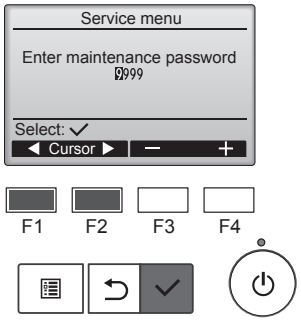

Fig. 7-2
① Ana menüden "Service" (Servis) öğesini seçin ve ☑ düğmesine basın.
② Servis menüsü seçildiğinde, bir pencere açılarak parola isteyecektir. (Fig. 7-2)